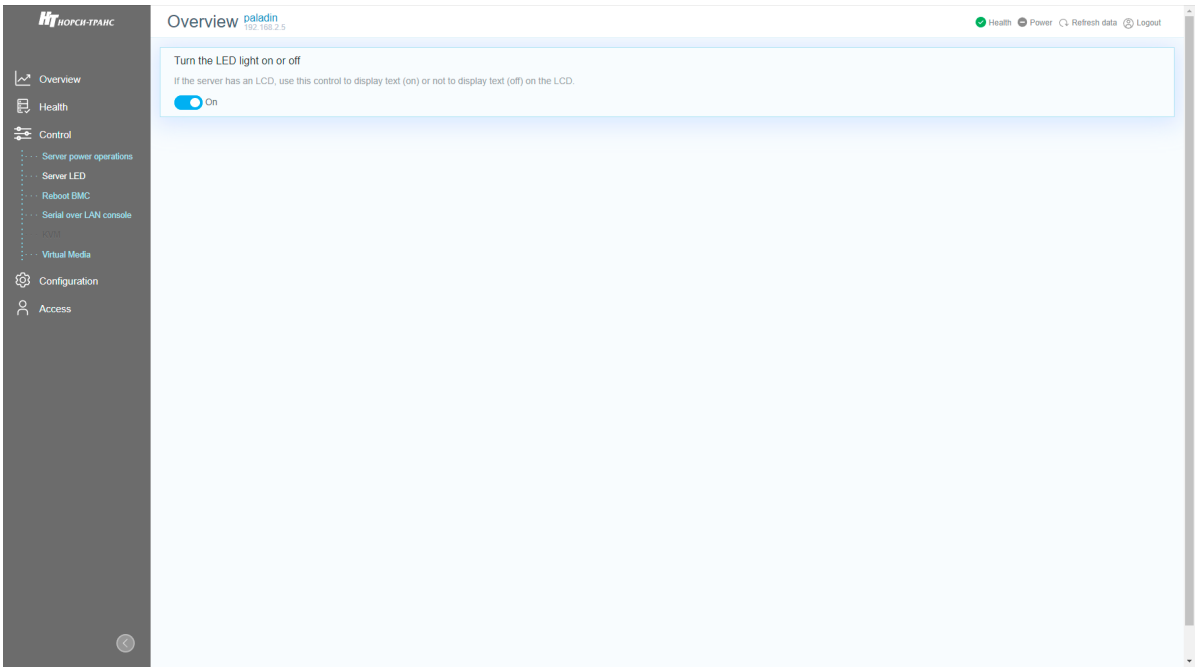

Рис. 78. Окно «Server LED»
3) Пройдите во вкладку «Control» → «Server LED» в данной вкладке осуществляется управление светодиодом идентификации сервера в серверной стойке. В поле «Turn the LED light on or off» установите переключатель в активное положение чтобы включить светодиод индикации сервера. Окно показано на рис. 78 Окно «Server LED».